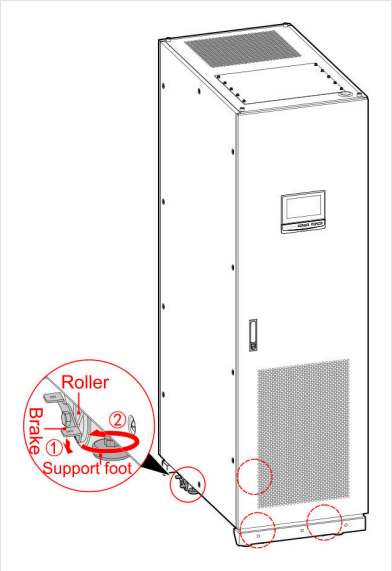

FIGURE 4-14 Brake the casters (1), lower the leveling feet (2)
5. Set the caster brakes, then lower the leveling feet until they stand firmly on the floor and the cabinet is level (Figure 4-14).